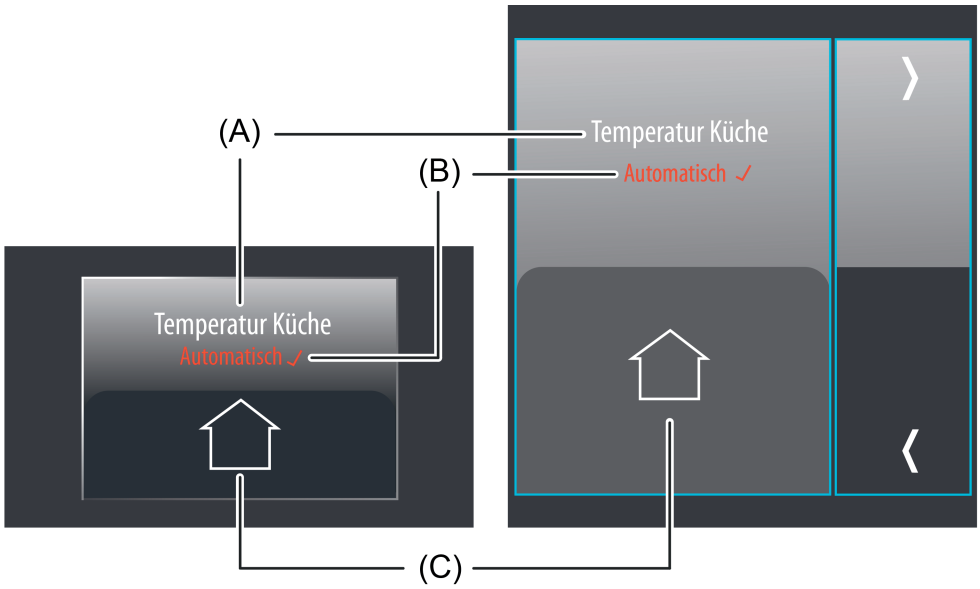

Bild 40: Beispiel für Bedien- und Anzeigeelement der Funktion "Betriebsmodusumschaltung KNX"
Der Anzeigebereich enthält verschiedene Darstellungselemente (Bild 40), die durch Parameter beeinflusst werden. Jeder KNX Funktion kann in der Konfigurationssoftware eine Bezeichnung vergeben werden (A). Diese Text-Bezeichnung wird im Anzeigeelement zentriert zur Anzeige gebracht, wodurch steuerbare KNX Funktionen für den Anwender kenntlich gemacht werden (z. B. "Raumtemperatur Küche"). Zusätzlich kann unterhalb der Bezeichnung ein Statustext (B) eingeblendet werden, der entweder abhängig vom Objektwert der Status-Rückmeldung eines Rautemperaturreglers oder alternativ direkt abhängig von der Betriebsmodusvorgabe des Bedienelementes den jeweils gewählten Betriebsmodus im Klartext anzeigt. Der angezeigte Text kann separat für jeden Betriebsmodus in der Konfigurationssoftware parametriert werden (z. B. "Komfort"). Solange nach einem Gerätereset noch kein Status-Objektwert empfangen oder noch kein Betriebsmodus vorgegeben wurde, zeigt der Statustext "---" an.
Das Anzeigeelement zeigt unmittelbar hinter dem Statustext ein ✓, wenn der Regler den durch die Sensorflächen ausgewählten und vorgegebenen Betriebsmodus gültig übernommen hat. Auf diese Weise kann der Anwender identifizieren, ob der von ihm gewünschte Betriebsmodus tatsächlich auch eingestellt wurde. Erscheint ✓ auch ca. 2 Sekunden nach der letzten Bedienung nicht, hat der Regler die Vorgabe nicht direkt übernommen. Er arbeitet dann in der Regel in einem Betriebsmodus mit höherer Priorität (z. B. Fensterstatus oder KNX Zwang). Damit die Anzeige einer gültigen Übernahme des zuletzt vorgegebenen Reglerbetriebsmodus möglich ist, muss der Regler seinen Status an das Anzeigeelement zurück senden. Dies erfolgt über die Objekte "Rückmeldung Status" und "Rückmeldung Zwang" (Bild 40). Wird die Statusrückmeldung des Reglers nicht verwendet (Parameter "Rückmeldeobjekt verwenden" ist abgewählt), geht das Anzeigeelement nach jeder Vorgabe durch den Anwender automatisch